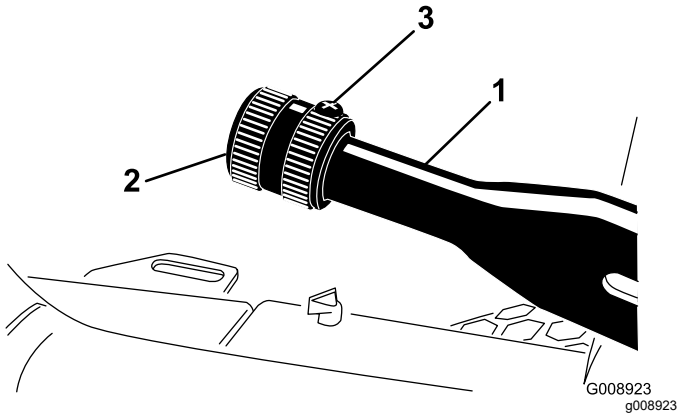

**Figur 62**
2. Lossa ställskruven som fäster ratten på parkeringsbromsspaken (Figur 62).